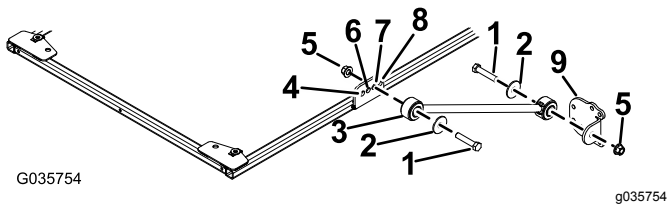

Figura 35
2. En cada lado del bastidor del toldo, monte provisionalmente un tirante en el tercer taladro del soporte del tirante con un perno (½" x 2½"), una arandela (½") y una tuerca con arandela prensada (½"), según se muestra en Figura 35.
3. Sujete provisionalmente un soporte de tirante a cada tirante con un perno (½" x 2½"), una arandela (½") y una tuerca con arandela prensada (½"), según se muestra en Figura 35.